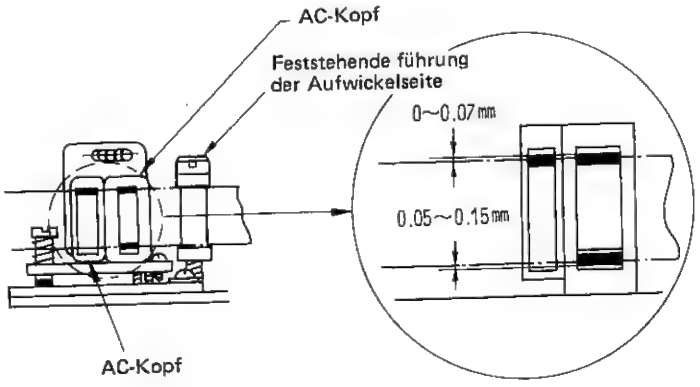

Abb. 35
3. Prüfen, ob der AC-Kopf die in Abb. 35 gezeigte Höhe und Neigung zum Band aufweist.
5) Die Höhe des AC-Kopfes zum Band wie in Abb. 35 gezeigt überprüfen.